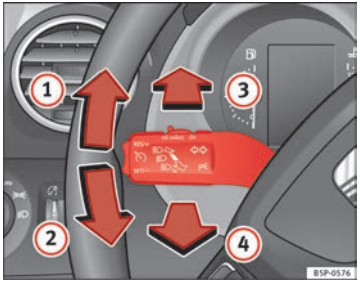

Fig. 75 Turn signal and main beam headlight lever
– Move the lever all the way up ⇒ Fig. 75 (1) to indicate **right**, and all the way down (2) to indicate **left**. ▶
– If the dipped lights are on, push the lever forward ⇒ Fig. 75 (3) to switch on the main beam.
– Push the lever towards the steering wheel ⇒ Fig. 75 (4) to switch off the main beam.